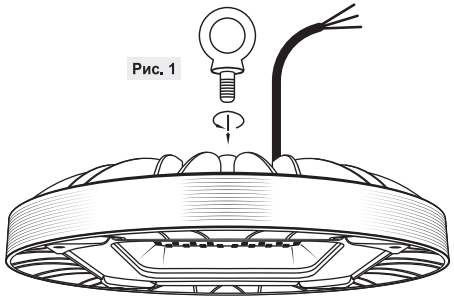

Рис. 1
3. Установите светильник при помощи специального крепления (рым-болта), входящего в коплект поставки (Рис. 1).
3. Встановіть світильник за допомогою спеціального кріплення (римболта), що входить в коплект поставки (Рис. 1).